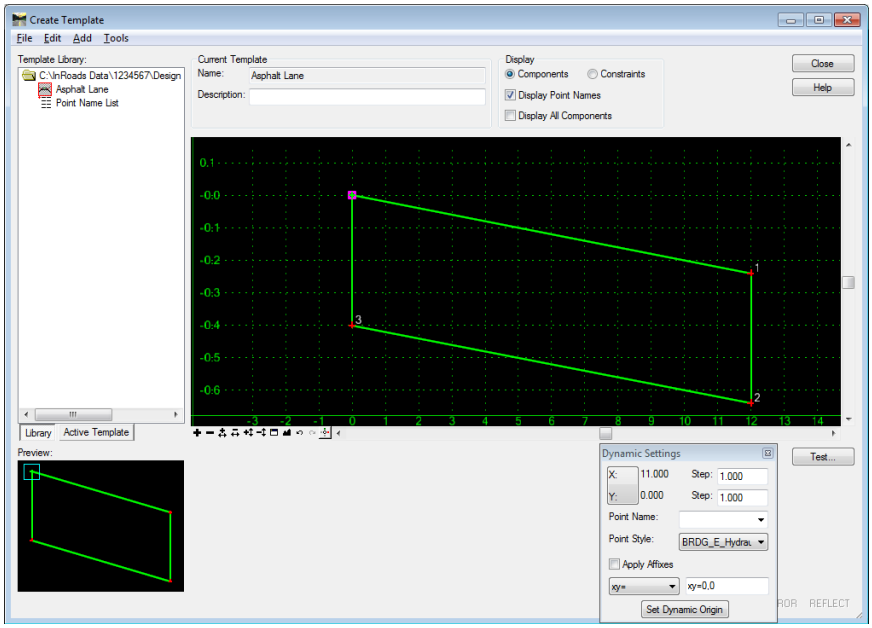
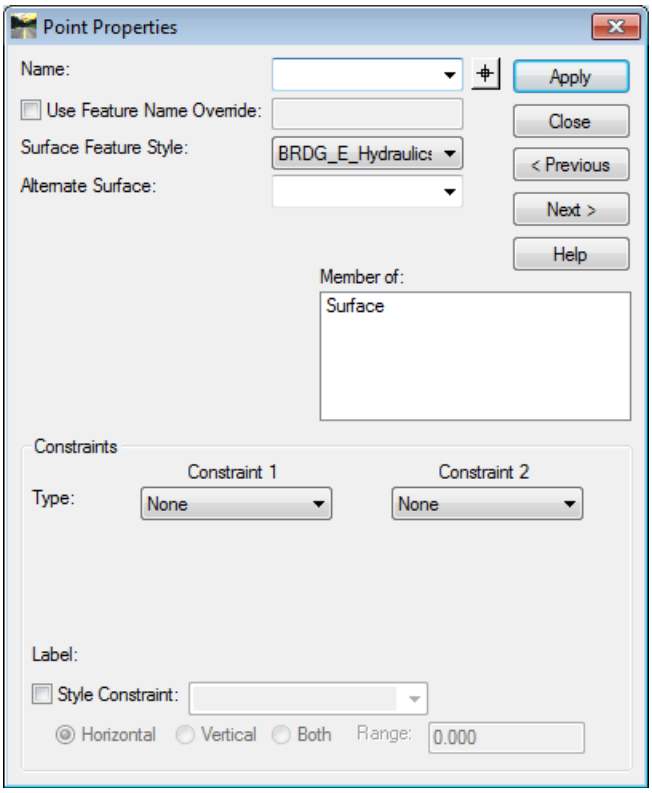

Figure L7-8 Create Template Window
Figure L7-9 Point Properties
• Make sure your view matches that shown in *Figure L7-8*.
20.	**Open the Point Properties Dialog** • Double click on the upper leftmost Point shown with a purple square around it in *Figure L7-8*. • The **Point Properties** dialog opens as shown in *Figure L7-9*. *The Point Properties dialog appears. (Note: your Screen Capture may have a different Feature Style listed instead of Default).*